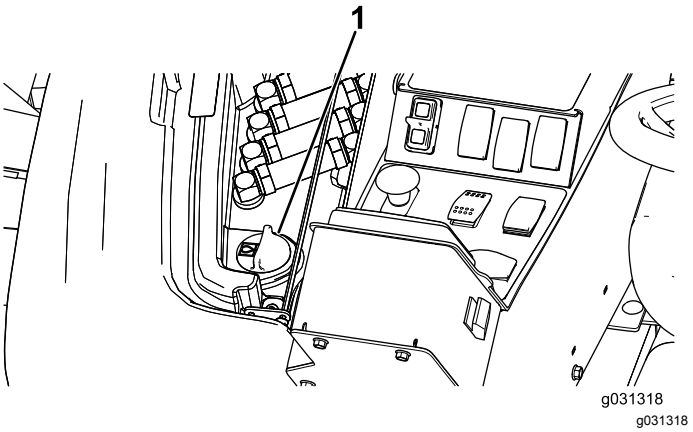

Figur 133
2. På højre side af maskinen løftes adgangsdækslet for at blotlægge hydrauliktankens dæksel (Figur 133).
3. Rengør området omkring påfyldningsstudsen og hydrauliktankens dæksel (Figur 133).